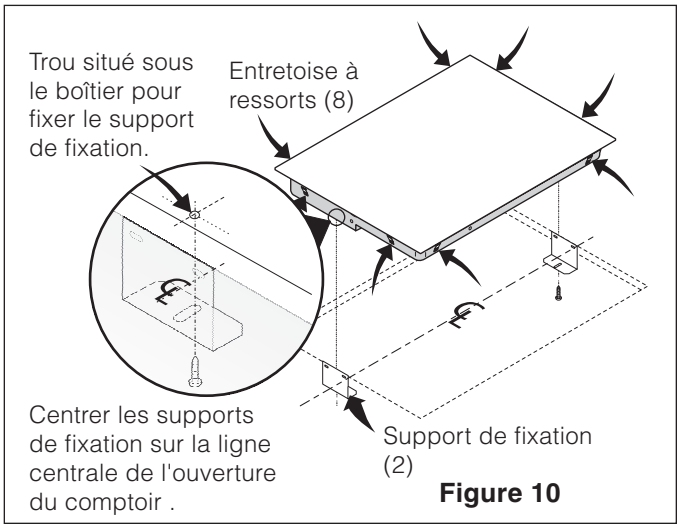

Figure 10
⚠ AVERTISSEMENT N'enlevez pas les entretoises à ressors sur les rebords de l'appareil. Ces entretoises centrent l'appareil dans l'espace fourni à cet effet. L'appareil doit être centré pour empêcher l'accumulation d'excès de chaleur pouvant entraîner des dommages par la chaleur ou le feu (voir Figure 10).
4. Fixez l'appareil au support de fixation en utilisant les vis fournies (voir Figure 10).